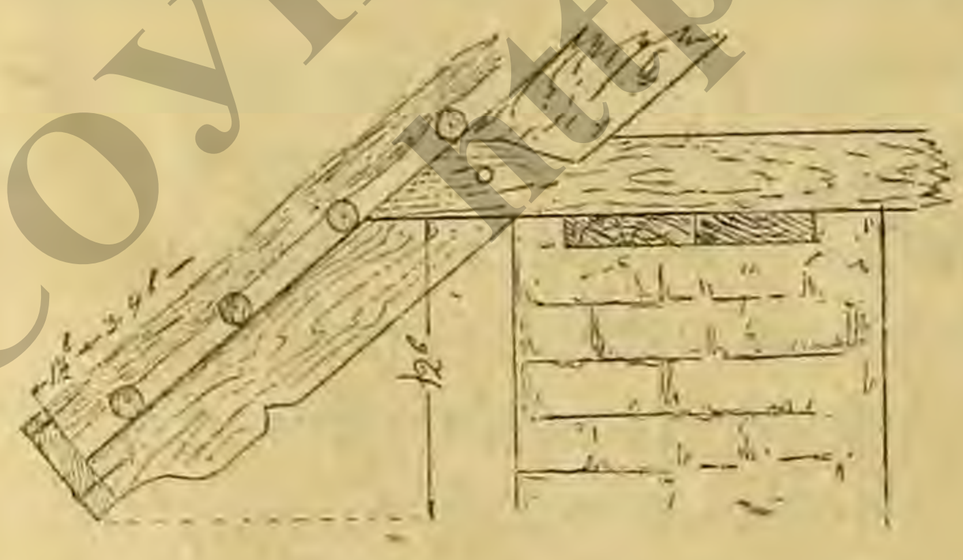

Рис. 924.
5) Решетины на крыше должны быть ровные, без горбов и возможно частые, не далее 3—4 вершков одна от другой (рис. 924), при чем солома обязательно укладывается так, чтобы колосья были вниз, а комли ложились на каждую решетину, а не через решетину и не в промежуток между ними, и только самый первый ряд соломы кладется вниз комлями, упирая их в доску, прибитую к концам стропил (рис. 924), а остальные ряды кладутся, как сказано выше, вверх комлями.